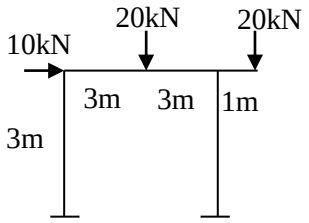

Figure.1
Q.3 Analyze the portal frame as shown in figure.1 by member stiffness matrix approach and draw the final bending moment diagram. The over hang is 1m beyond the beam of 6m. (Neglect axial deformations). **14**